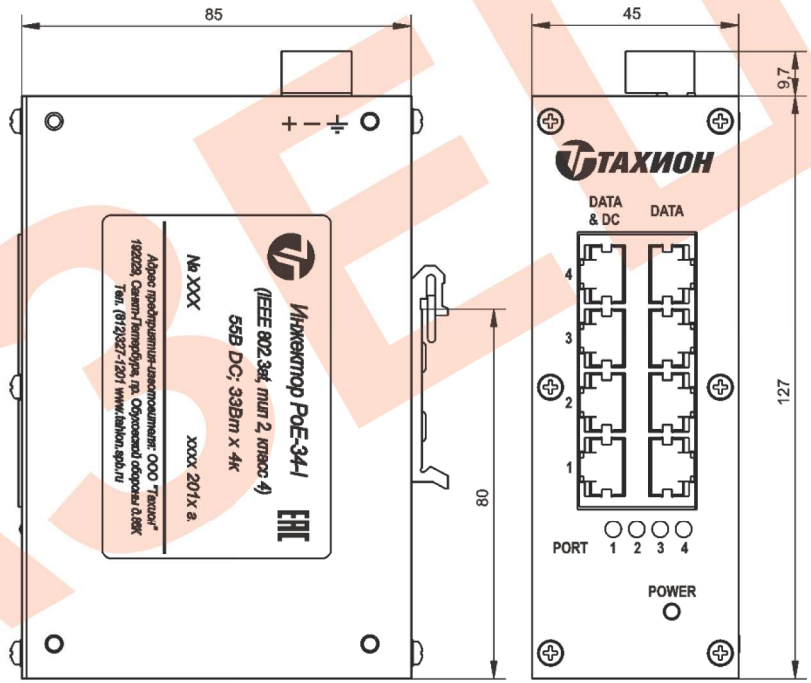

Рис.1 Инжектор PoE-34-I
Инжектор PoE-34-I (см.рис.1) конструктивно выполнен в металлическом корпусе для установки на DIN-рейку.
2. С помощью розетки 2EDGK-5.08-03P-14 (входит в комплект поставки) подключите к коммутатору проводом сечением не менее 0,5мм внешний источник питания 57VDC, соблюдая полярность подключения, указанную на рис.1, при этом на инжекторе должен загореться индикатор **«Power»**;